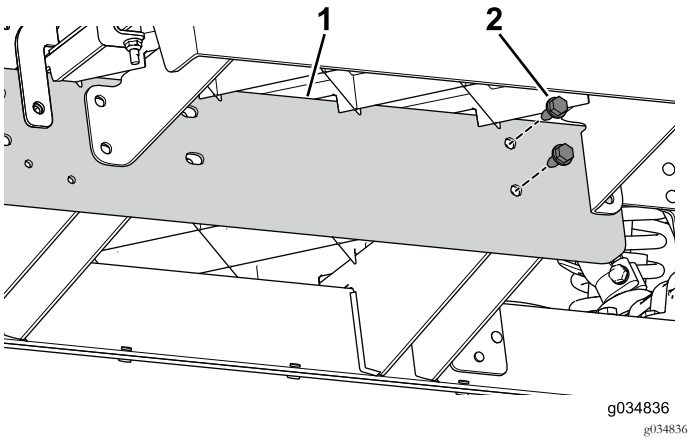

Figuur 23
3. Gebruik de 2 bouten (5/16 x 3/4 inch) om de verlengrail losjes op het centrale kanaal van het voorste gedeelte van de machine te monteren (Figuur 23).